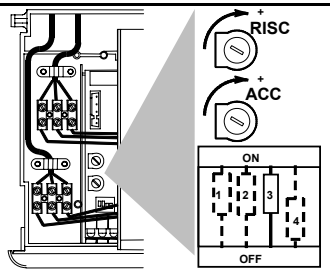

Fig. 6.8
With the boiler operating in c.h. mode, use a suitable screwdriver to turn the adjustment potentiometer marked “RISC" (Fig. 6.8). Rotating the potentiometer anti-clockwise reduces the maximum supply current to the gas modulator device, and thus reduces the gas pressure to the burner.
Когда котел работает на отопление, используйте подходящую отвертку, чтобы переместить регулировку потенциометра в положение "RISC" (рис.6.8). Поворачивая потенциометр против часовой стрелки, Вы уменьшаете максимальную подачу на устройство газового модулятора, тем самым уменьшая давление газа на горелке.
To adjust the ignition gas pressure, set dip-switch "3" (Fig. 6.8) to the “OFF” position and adjust potentiometer marked “ACC" with a screwdriver until correct ignition gas pressure is obtained.
Чтобы настроить давление газа на розжиге, переместите переключатель "3" (рис. 6.8) в положение "OFF" и при помощи отвертки регулируйте потенциометр, обозначенный "ACC" до тех пор, пока не получите необходимое давление газа.
16. Check the ignition gas pressure by setting dip-switch "3" (Fig. 6.8) to the OFF position. Compare the value on the gauge with the value indicated in the sections 4.4 (gas pressures at the burner), accordingly with the model of boiler installed. If the ignition gas pressure is not set correctly see section 6.7 in this manual for the adjustment procedure. If ignition gas pressure is correct switch dip-switch "3" to the ON position.
16. Проверьте давление розжига газа переместив переключатель "3" (рис. 6.8) в положение OFF. Сравните значение на измерительном приборе с показателями, указанными в разделах 4.5 (давление газа на горелке) в соответствии с выбраной моделью котла. Если давление газа на розжиге выбрано неправильно, см. раздел 6.7 настоящего руководства для настройки. Если давление газ на розжиге выбрано правильно, переместите переключатель "3" в положение ON.